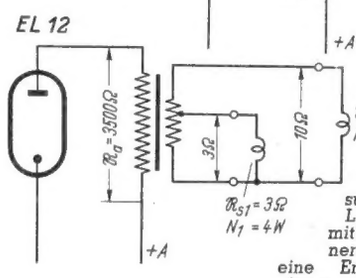

Bild 5. Falsche Anpassung von zwei Lautsprechern mit verschiedener Leistung an eine Endröhre mit einem gemeinsamen Ausgangsübertrager
Um das Problem anschaulich darzustellen, sei zunächst angenommen, daß nach Bild 5 der Ausgangsübertrager zwei Anschlußmöglichkeiten für Scheinwiderstände von 3 Ω und 10 Ω habe, an welche die Schwingspule von Lautsprechern mit ebenfalls 3 Ω und 10 Ω Scheinwiderstand und einer Leistung von 4 Watt bzw. 1 Watt angeschlossen sind. Für den ersten Augenblick scheint also die Anpassung richtig zu sein. Die Kontrollrechnung wird ergeben, daß dies nicht der Fall ist. Für den 3-Ω-Abgriff kann man ein Übersetzungsverhältnis errechnen von
Z. B. kann man mit den Zahlen nach Bild 5 folgende neue Scheinwiderstände errechnen:
Der Übertrager hat also die Abgriffe nach Bild 6. Man ersieht hieraus im Vergleich zu Bild 5, daß die Sekundärseite des Übertragers jetzt ganz andere Werte haben muß, um den richtigen Anpassungswiderstand von 3500 Ω zu erhalten.